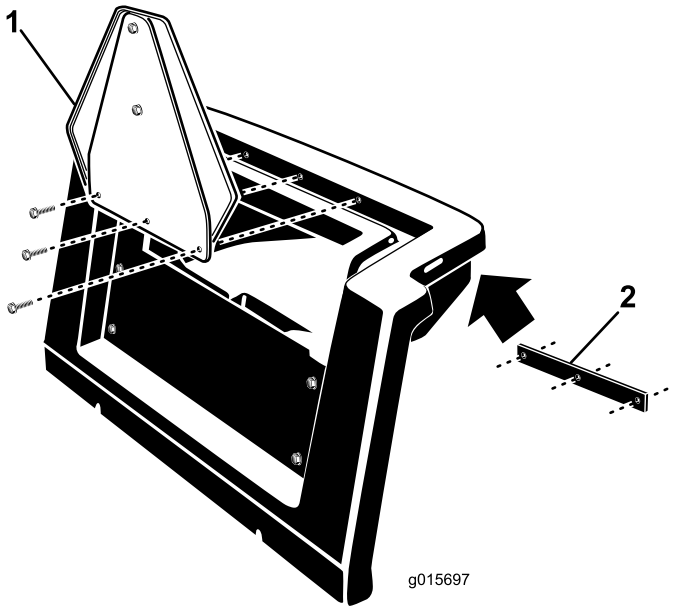

Figure 13
4. Montez le support de triangle de véhicule lent sur le boîtier de rangement au moyen de la barrette, de (3) vis à métaux 1/4 x 3/4" et (3) écrous à embase 1/4" (Figure 13).